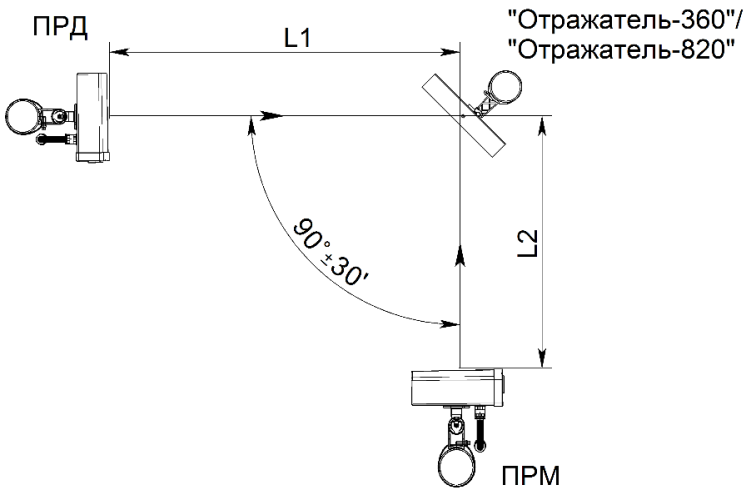

Рисунок 2.13 – Установка извещателей с применением отражателя «Отражатель-360» («Отражатель-820»)
2.3.9.2 При работе извещателей с «Отражателем-360» (см. рисунок 2.13) суммарная длина зоны обнаружения L1 + L2 (где L1 – расстояние между блоком ПРД и отражателем, L2 – расстояние между отражателем и блоком ПРМ) не должна превышать: